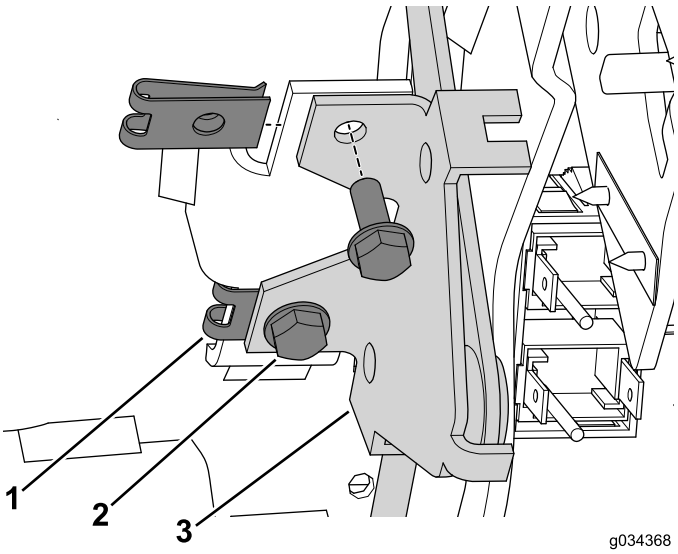

**Figura 19**
3. Instale as porcas de velocidade na montagem no conjunto da consola (Figura 19).
4. Utilize os dois parafusos (n.º 10 x 1/2 pol.) e porcas de bloqueio para prender o conjunto do estrangulador do ar à consola (Figura 19).